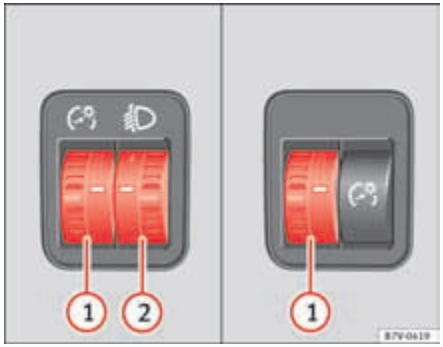

Fig. 68 Next to the steering wheel: instrument and switch lighting control (1) and headlight range control (2).
(1) Instrument and switch lighting
When the headlights are switched on, the brightness of the instruments and switch lighting can be regulated to suit your requirements by turning the switch ⇒ fig. 68 (1).
(2) Headlight range control
The headlight range control ⇒ fig. 68 (2) is modified according to the value of the headlight beam and the vehicle load status. This offers the driver optimum visibility and the headlights do not dazzle oncoming drivers ⇒ ⚠.
To reset, turn switch ⇒ fig. 68 (2):